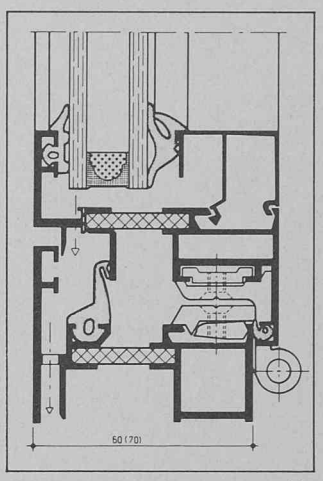

Fig. 2. — Les nouveaux profilés de vantaux Alisol 2.
b) Nouveaux profilés de vantaux (fig. 2) avec détente de l'espace de feuillure protégée, joint médian insensible aux tolérances, grandes dimensions de la préchambre de drainage et une garniture d'arrêt intérieure.